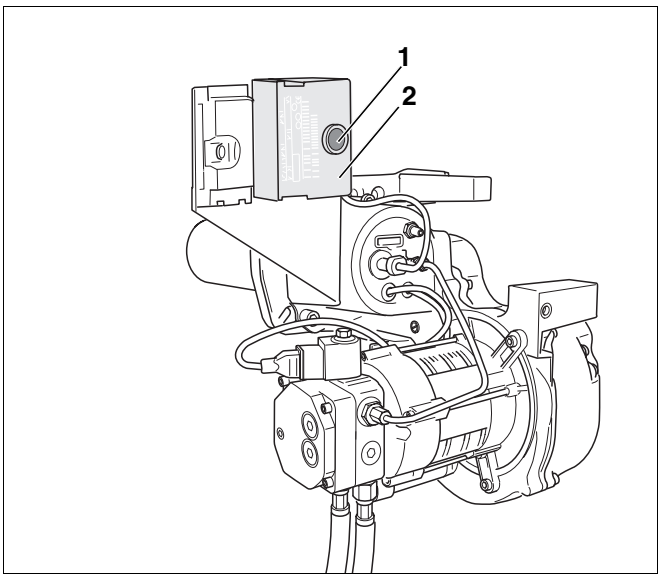

Abb. 12 Entstörtaster und Signalleuchte
- Entlüften Sie das System mit Hilfe der eingebauten Ölpumpe, nicht durch wiederholtes Drücken des Entstörtasters (Abb. 12, **Pos. 1**).
- Entstörtaster (Abb. 12, **Pos. 1**) länger als eine Sekunde drücken (einschalten). Nach ca. fünf Sekunden geht der Brenner in den Anfahr- bzw. Betriebsmodus (siehe Tabelle 6, „Anzeige des Betriebszustandes des Brenners über die mehrfarbige LED“, Seite 12).
- Entstörtaster drücken (Abb. 12, **Pos. 1**).